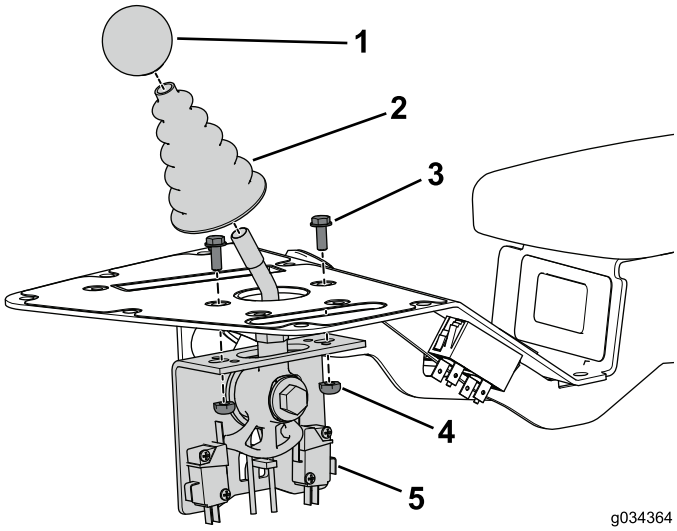

Rysunek 4
1. Odkręć gałkę z trzonka dźwigni sterowania wysokością koszenia i zachowaj ją na później (Rysunek 4).
2. Zdejmij i zachowaj na później osłonę przeciwpyłową trzonka dźwigni sterowania wysokością koszenia (Rysunek 4).
3. Odkręć i zachowaj na później 2 śruby i nakrętki mocujące zespół sterowania wysokością koszenia do zespołu konsoli (Rysunek 4).